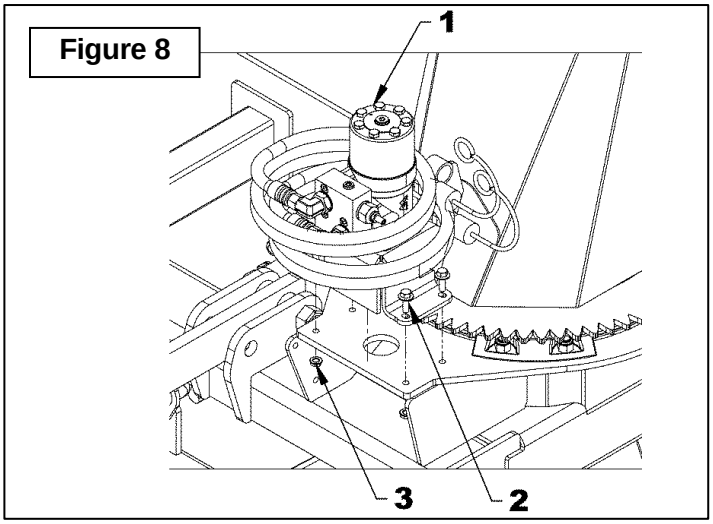

Figure 8
9. **Figure 8:** Fixer le protecteur d'engrenage avec le moteur de rotation (item 1) à l'aide de quatre boulons à bride rainuré 5/16"NC x 1" et écrous à bride rainuré 5/16"NC (items 2-3).